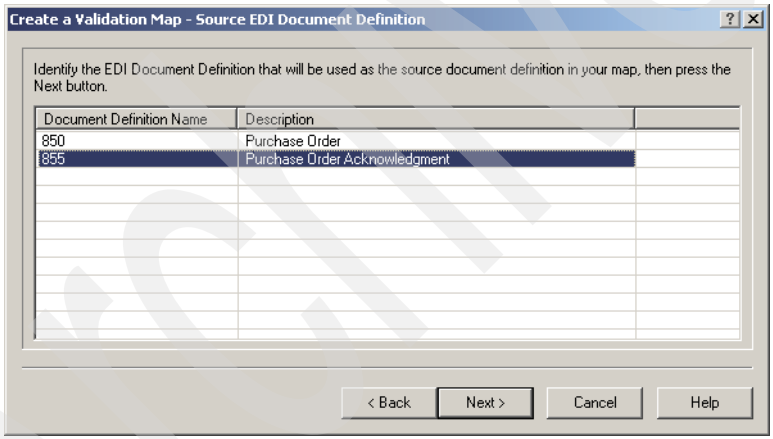

Figure 18-37 Select source document definition
5. Choose **855** (Figure 18-37) as the document definition name and click **Next**.